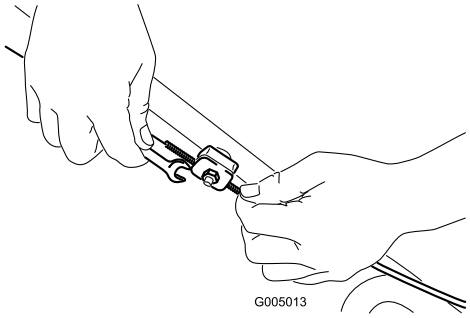

Figura 28
1. Afloje la tuerca del soporte del cable (Figura 28).